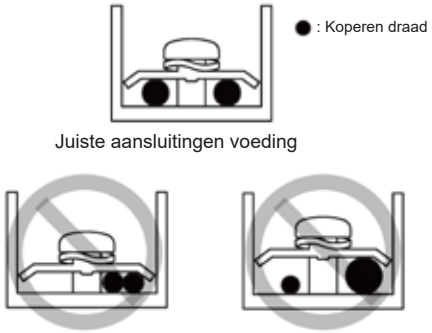

Figuur 9.2
- Sluit geen twee netsnoeren met verschillende diameters aan op dezelfde voedingsaansluiting (kan oververhitting van de draden veroorzaken door losse bedrading) (Zie figuur 9.2).